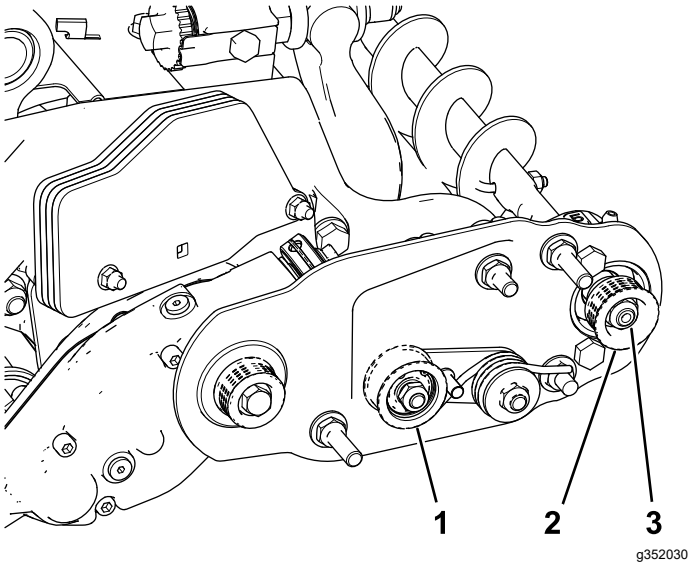
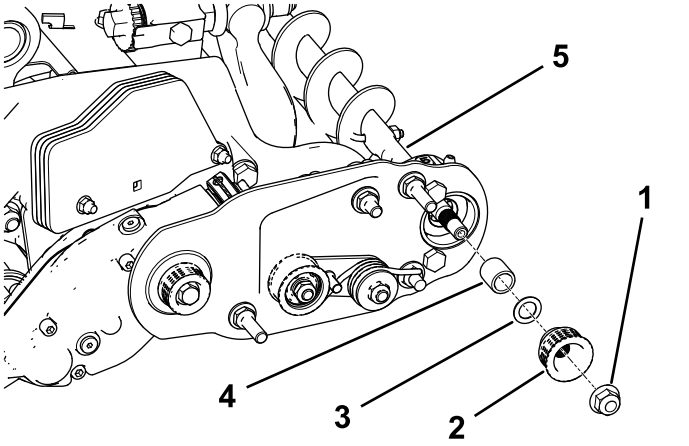

Figura 24
Figura 25
Nota: La puleggia condotta (all'albero della spazzola per rullo) può spostarsi in dentro o in fuori (Figura 24).
2. Mentre fate ruotare il cilindro, che farà ruotare a sua volta la puleggia motrice, fate leva sulla cinghia per staccarla dalla puleggia motrice (Figura 24).
3. Togliete il dado di bloccaggio che fissa la puleggia condotta all'albero della spazzola (Figura 24 o Figura 25).
4. Rimuovete la puleggia condotta dall'albero (Figura 25).
5. Se occorre spostare in fuori la puleggia, aggiungete una rondella dello spessore di 0,8 mm (Figura 25).